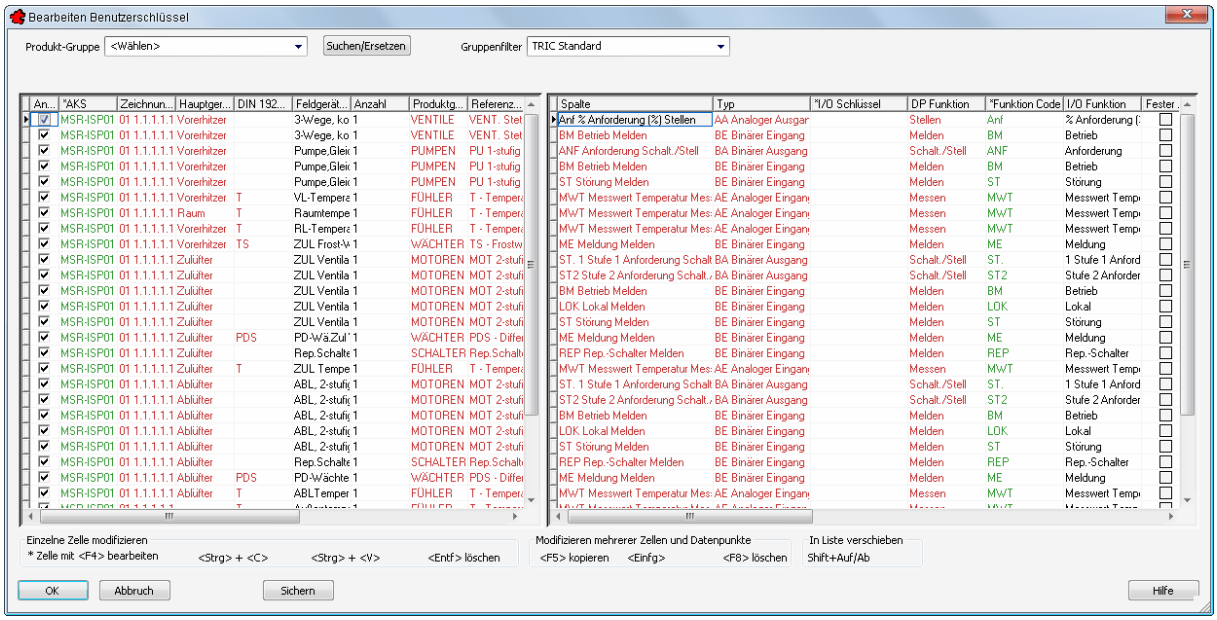

Bild 4.28 – Bearbeiten Benutzerschlüssel
- Die Breite für den linken Bereich jedes einzelnen Feldes kann gespeichert werden. Für den rechten Bereich geht das noch nicht (Abb. 4.28).